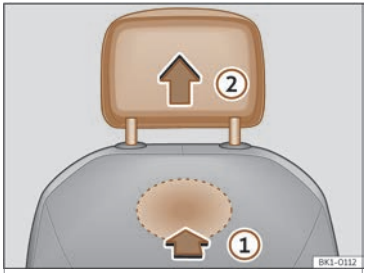

Fig. 100 Reposacabezas dianteiro:desmontaxe.
- Para desbloquealo, busque o rebaixe situado na parte posterior do respaldo pola área marcada e prema no sentido da frecha ››› fig. 100 ①.
- Retire o repousacabezas no sentido da frecha ②.